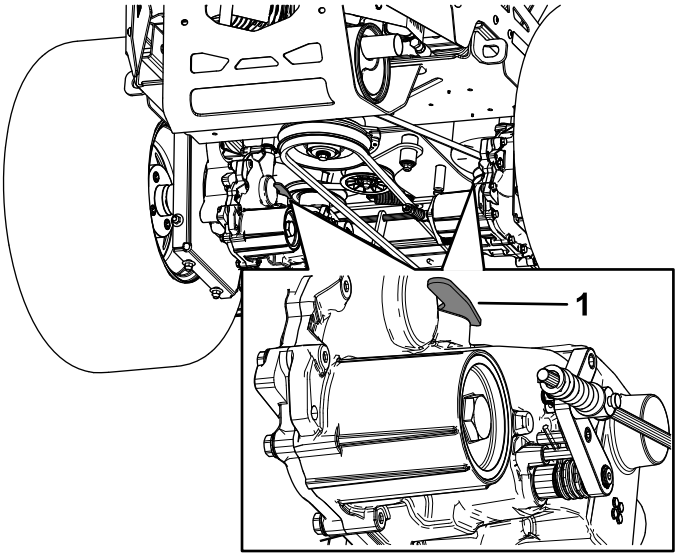

Figure 34
3. Pour pousser la machine, déplacez les deux leviers de dérivation en avant et bloquez-les en position (Figure 34).
5. Pour utiliser la machine, déplacez les leviers de dérivation en arrière et bloquez-les en position (Figure 34).